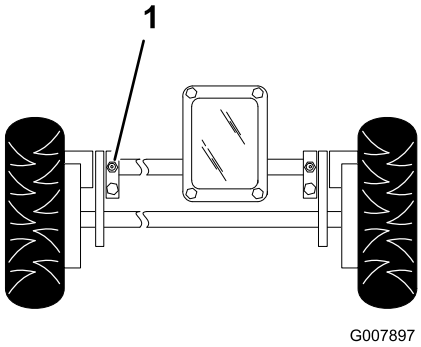

Figur 31
1. Torka av smörjnipplarna med en ren trasa (Figur 31).